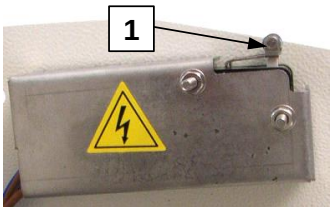

fig.5.5
5.3.3 Protezione elettrica a mezzo di 2 microswtich (n.1-fig.5.5), che interrompono il circuito elettrico della macchina quando viene aperta la copertura.